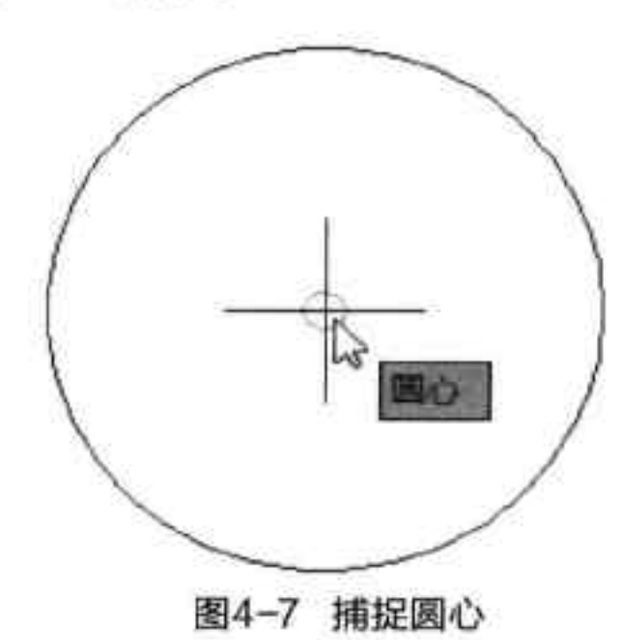

图4-7 捕捉圆心
Step 03 执行“默认 > 绘图 > 矩形”命令，在展开的列表中选择“正多边形”选项，根据命令行提示，输入边数值 5。然后在绘图区中捕捉圆心点，如图 4-7 所示。